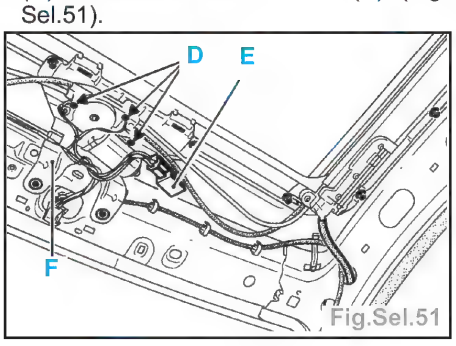

Fig.Sel.51
- Déposer la vis de fixation (A).
- Déclipser (B) le support de console de pavillon et déposer celui-ci en écartant légèrement l'avant de la garniture de pavillon et en prenant soin de ne pas la plier.
- Débrancher le connecteur d'alimentation du moteur (C).
- Déposer les 3 vis de fixation du moteur (D) et débrancher le relais (E) (Fig. Sel.51).